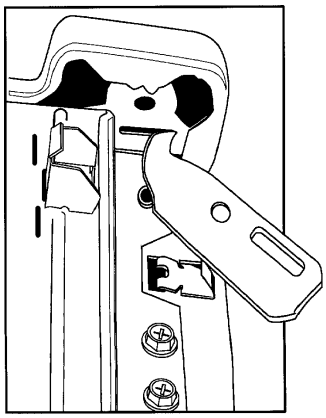

Figure 5-6
4. To remove the hold down brackets, swing the bracket to the outside to unhook the bracket from the slot in the top cover lip ***(Figure 5-6)***.